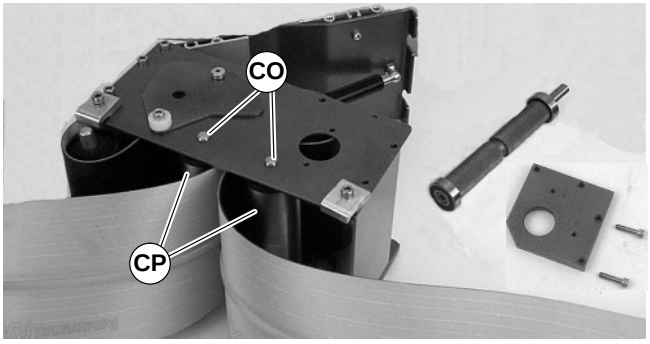

Abbildung 38
- Bei 127 mm oder breiteren Förderern jeweils beide Seiten der gefederten Welle niederdrücken (CO siehe Abbildung 38). Die Rolle ausbauen (CP).